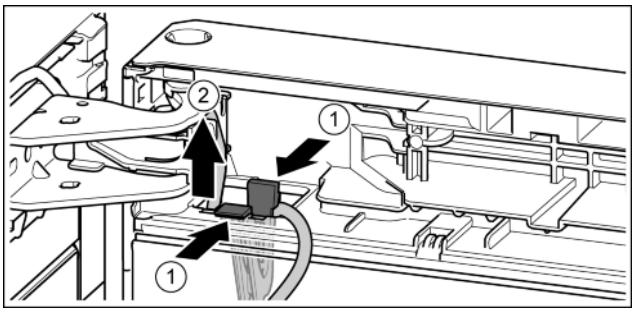

Fig. 20
- ▶ Press the tab. *Fig. 20 (1)*
- ▶ Remove the cable holder with its cable. *Fig. 20 (2)*